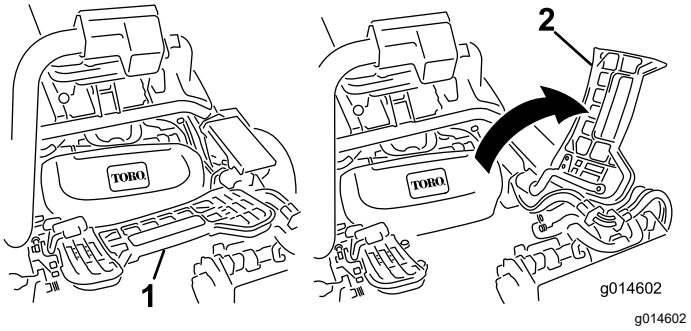

Figuur 52
2. Klap de voetsteun omhoog zodat u bij het middelste maai-eenheid kunt (Figuur 52).